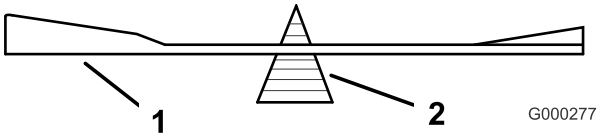
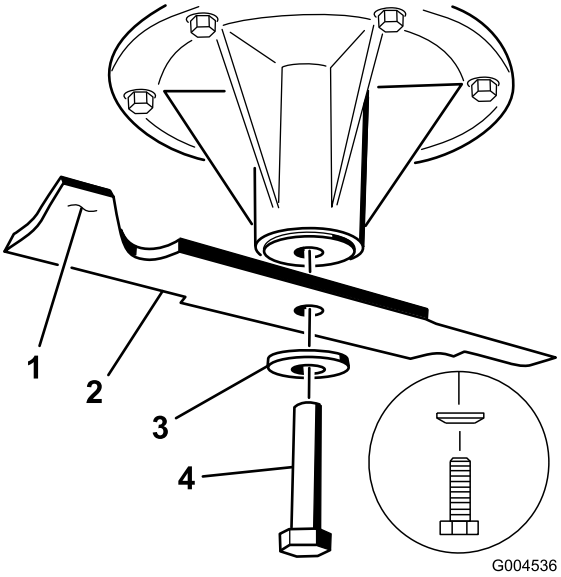

Figur 94
Figur 95
2. Kontroller skæreknivens balance ved at placere den på en afbalanceringsenhed (Figur 94). Hvis skærekniven forbliver i en vandret position, er skærekniven afbalanceret og kan benyttes. Hvis skærekniven ikke er afbalanceret, skal der slibes lidt mere metal af enden af sejlområdet (Figur 95). Gentag denne procedure, indtil skærekniven er afbalanceret.
1. Monter skærekniven på spindelakslen (Figur 95).
2. Monter fjederskiven og skæreknivsbolten. Fjederskivens konus skal installeres mod boltens hoved (Figur 95). Tilspænd skæreknivsbolten med et moment på 115–149 Nm.